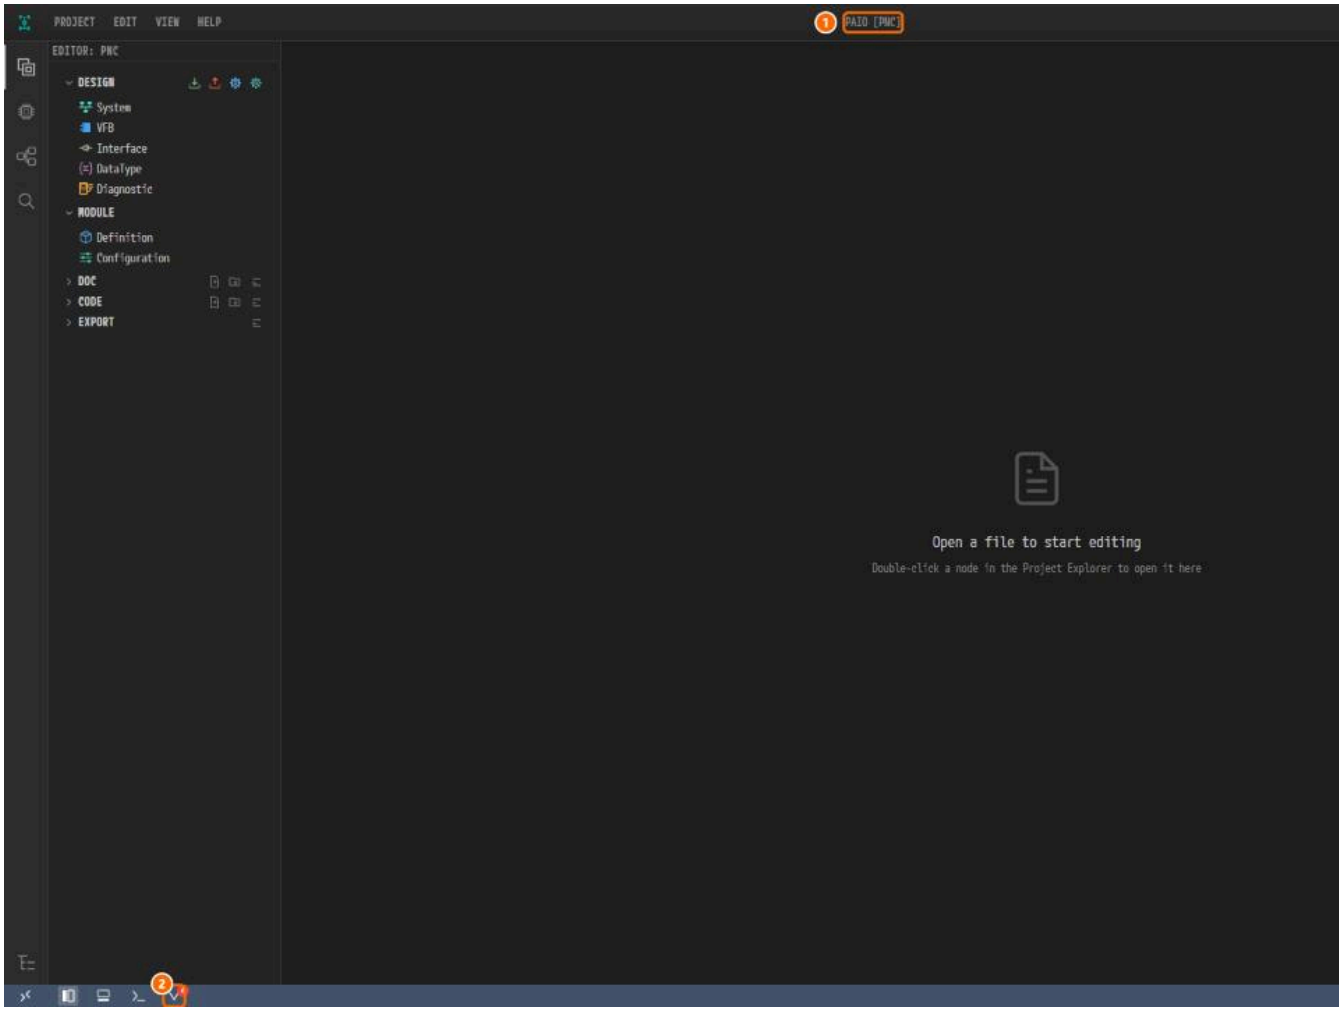

Figure 11-4. The draft state. ① The title bar `PAIO [PNC]`, ② the validation icon with the badge `4`.
- Figures 11-4 to 11-12 show a draft in which the SOME/IP consumer ports collided with the providers. If you followed the earlier chapters, you have no procedure.